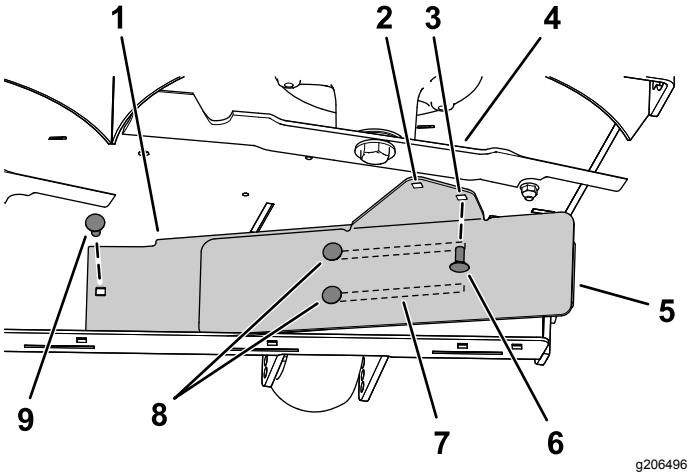

Figur 10
3. Montera skärmens vänstra sida med en vagnskruv (5/16 x ¾ tum) och flänsmutter (5/16 tum) enligt Figur 10.
4. Lossa de två vagnskruvarna (5/16 x ¾ tum) i skärmskårorna och skjut skärmen tills hålet är i linje med hålet i klippdäcket (Figur 10).
5. Montera skärmen enligt Figur 10.
Viktigt: **Se till att du använder rätt hål för skärmen – se Figur 10.**
6. Dra åt de två vagnskruvarna (5/16 x ¾ tum) i skärmskårorna (Figur 10).